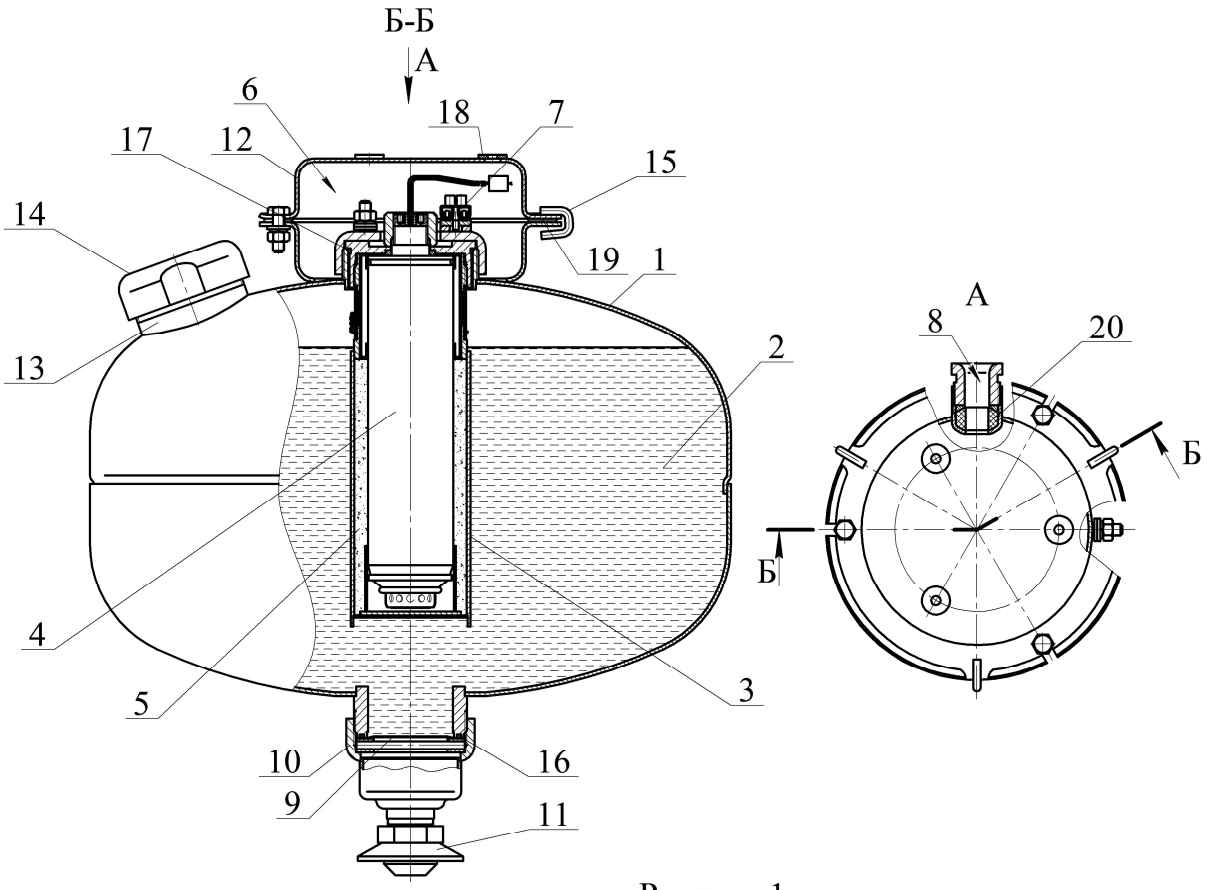

Рисунок 1
1.4.1.1 МУПТВ (см. рисунок 1) состоит из корпуса **1**, заправленного жидким ОТВ **2**, в котором размещено газогенерирующее устройство **3**. В герметичный корпус газогенерирующего устройства со степенью защиты IP68 установлен ИХГ **4** с элементом электропусковым. Зазор между ИХГ корпусом газогенерирующего устройства заполнен пористым искрогасящим материалом **5**.
2.1.3 Закрепить кронштейн **12** (см. рисунок 1) на потолке. Координаты отверстий в кронштейне приведены на рисунке 3.
2.1.5.3 Полученный раствор ОТВ залить в отверстие верхней горловины **9** (см. рисунок 1). Для окончательного приготовления ОТВ применительно к МУПТВ-13,5-ГЗ-ВД (tºС = -10; -30) открыть упаковку с жидкой добавкой и залить ее в отверстие верхней горловины **13**. Раствор, полученный по п. 2.1.5.2 для МУПТВ-13,5-ГЗ-ВД (tºС = -50) – окончательный ОТВ. Установить в отверстие горловины предохранительный клапан **14**. Сверху закрутить гайку до упора.
2.1.6 Накрутить до упора насадок-распылитель **11** (см. рисунок 1).